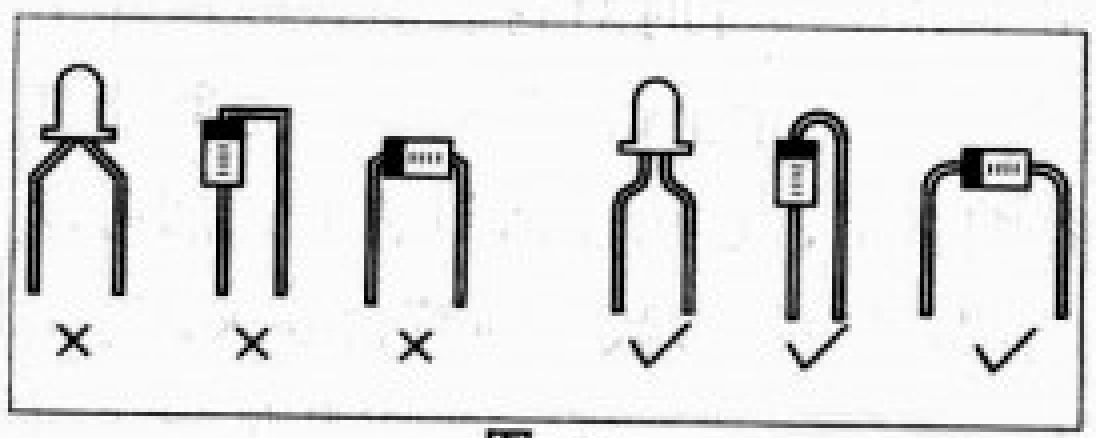

图22
2.半导体管的引脚不可齐根折弯，特别是塑封半导体管，齐根折弯引脚极易损坏其管芯。需要改变引脚方向时，应距离引脚根部数毫米再行折弯，如图22所示。